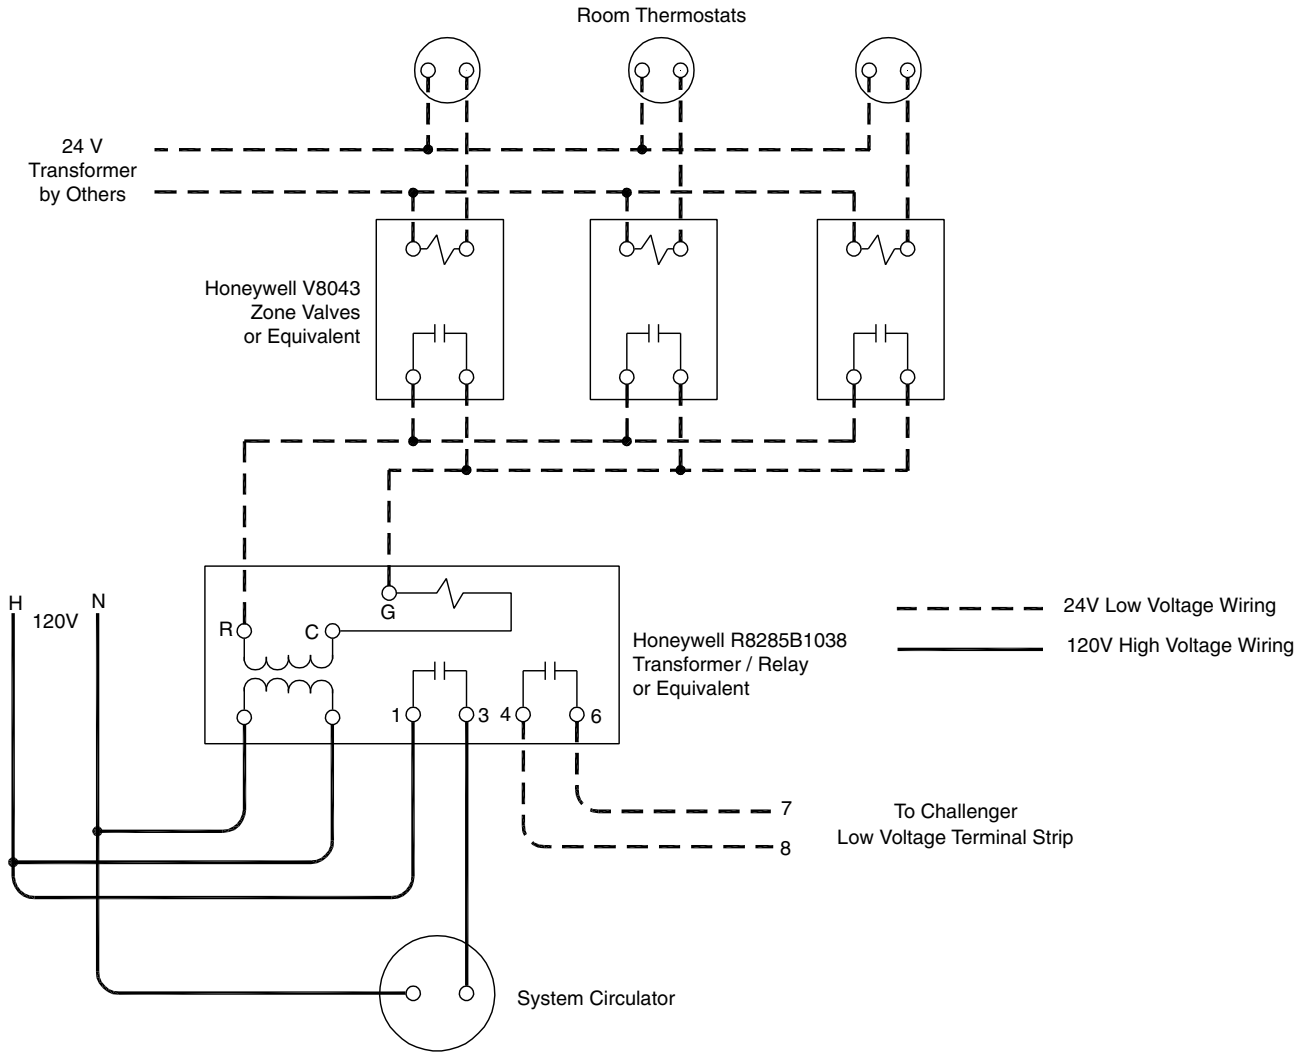

Fig. 18: System Circulator Wiring
To energize the system circulator shown as item 11 in Fig. 8 on page 15, reference Fig. 18 on page 28. Installer to provide a Transformer/Relay such as Honeywell R8285 or equivalent and Zone Valves with isolated end switch such as Honeywell V8043 or equivalent.